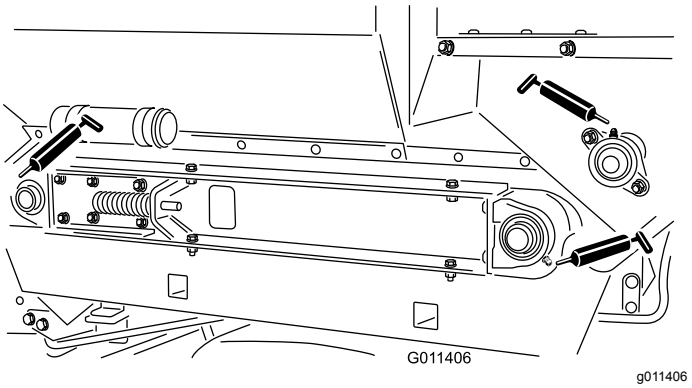

Figur 21
Plassering av (Figur 21) og antall smørenipler er som følger: Valseaksellager (4) og børsteaksellager (1).